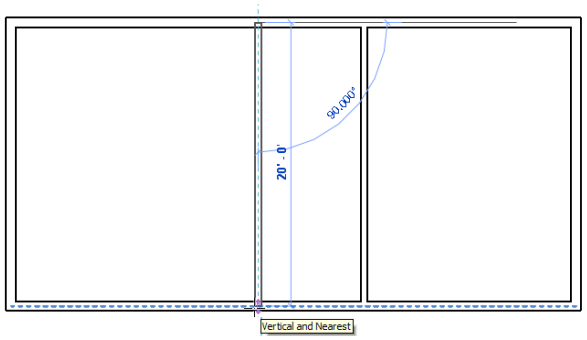

Figure 3-59 *Sketching the second interior wall*
2. Press SHIFT and move the cursor downward. You will notice that the cursor moves parallel to the vertical axis while moving it downward. Click near the lower external wall when the **Vertical and Nearest** symbol appears, as shown in Figure 3-59.